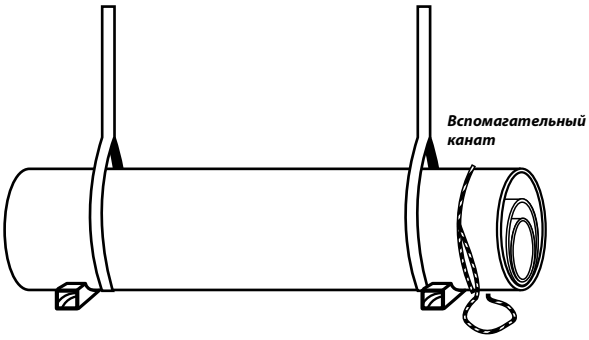

Рисунок 2-6. Две точки опоры для труб переносимых методом „труба в трубе"
1. Пакет труб, размещённых друг в друге, всегда следует поднимать с использованием, по крайней мере, двух эластичных хомутов **(Рисунок 2-6)**. В случае необходимости, ограничения по расстоянию между точками опоры будут определенны индивидуально для каждог проекта. Следует убедиться в том, имеет ли подвесное устройство необходимую подъёмную силу для переноса данного пакета. Подъёмную силу можно рассчитать, опираясь на средние веса труб, которые представлены в Приложении Н.